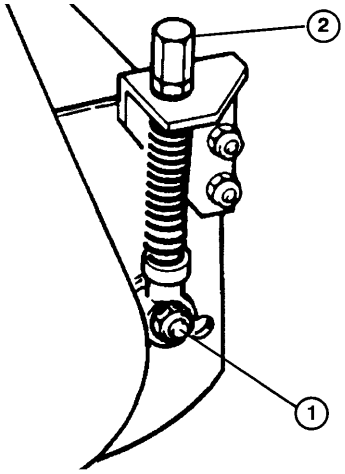

Figure 1
B. If no there is no contact, loosen the adjuster locking nut on each adjuster (Fig. 1). Then, equally turn each adjuster knob clockwise until light contact is felt and heard.
1. Lock each cutting unit in the fixed position (Refer to Cutting Unit Orientation, Fig. 1). Set the reel-to-